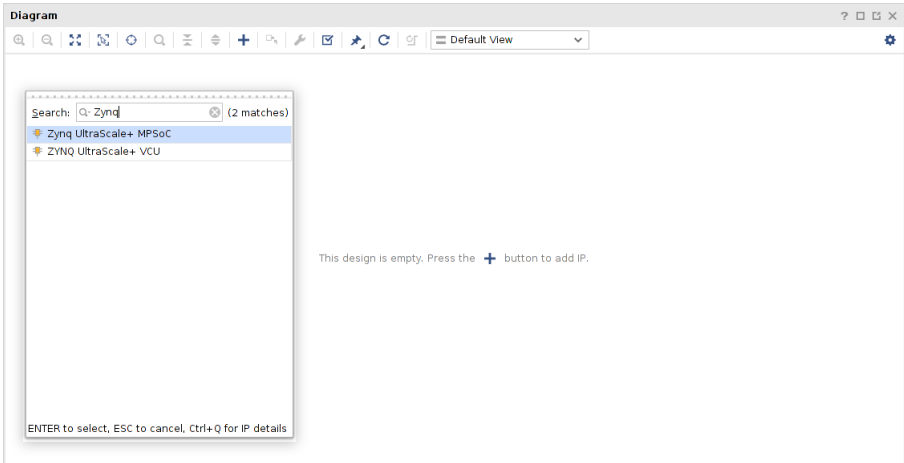

Figure 1: Search IP
3. Click on the "+" button(Add IP) in the **Diagram** window. Search for the **Zynq Utrascale+ MPSoC** IP, and select it by pressing enter or double clicking it. Refer figure 1.